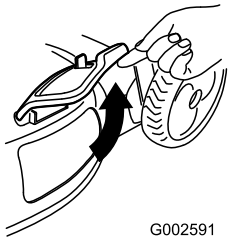

Figura 27
2. Levante la puerta de descarga lateral (Figura 27).